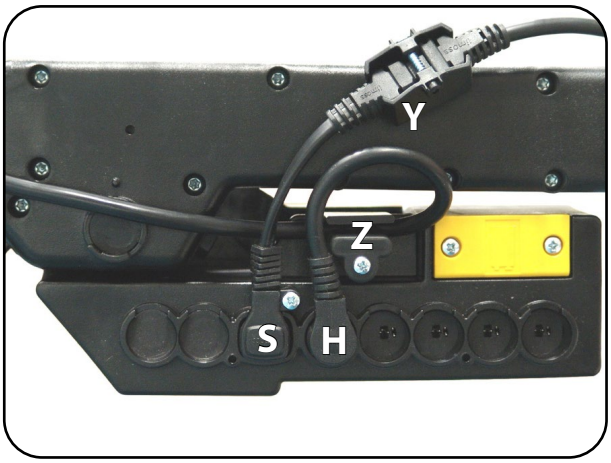

Abb. 6.2.04 - Steuerung
3. Schließen Sie die Handbedienung (H) an die Steuerung an und sichern Sie die Zuleitung der Handbedienung mit der Zugentlastung (Z) nach Abbildung 6.2.04. Lösen sie hierzu die Abdeckung mit einem Schraubendreher, positionieren Sie die Zuleitung in der Zugentlastung und schrauben Sie die Abdeckung fest.